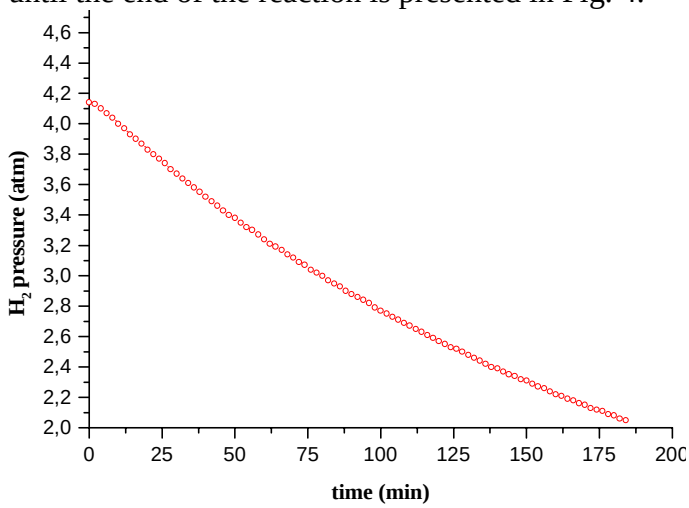

Figure 4. *Hydrogen uptake curve. Temperature 30°C, 0.5 μmol of Pd(0), 5 cm^{-3} of cyclohexene.*
In a 400 cm^{-3} high pressure reactor, an amount of the above polymer-protected $Pd(0)_n$ nanoclusters containing a total of 50 μmol of Pd(0) was dissolved in 50 cm^{-3} of acetone, followed by the addition of 5 cm^{-3} of cyclohexene. The reactor was then sealed, purged several times with prepurified H_2 (dry and O_2 free) and the H_2 pressure was set to the desired value, approximately 4 atm. The solution was stirred continuously during the reaction and the temperature was kept constant at 30°C. H_2 pressure vs. time until the end of the reaction is presented in Fig. 4.